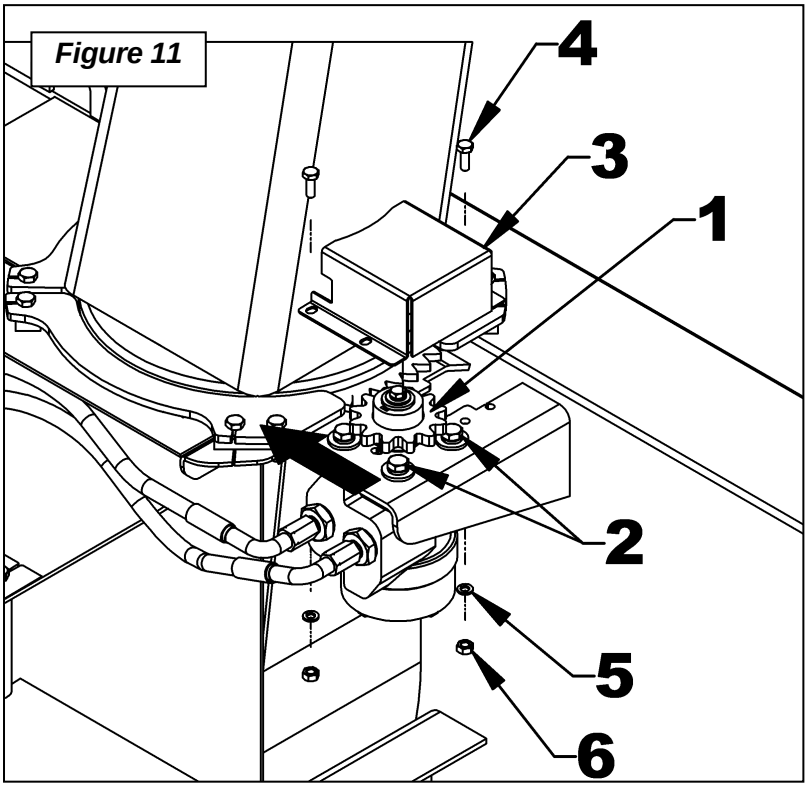

Figure 11
9. **Figure 11:** Ajustement du moteur: Pousser le moteur vers la chute pour que les dents des engrenages (item 1) soient bien engagées sans jeu entre les dents. Serrer fermement les quatre boulons 3/8"NC x 1" (item 2). Si la rotation ne s'effectue pas correctement, recommencer l'ajustement.
10. **Figure 11:** Mettre le protecteur d'engrenage (item 3) et le fixer à l'aide de deux boulons 1/4"NC x 3/4" (item 4), deux rondelles de blocage 1/4" et deux écrous hex. 1/4"NC (items 5-6), tel qu'illustré.